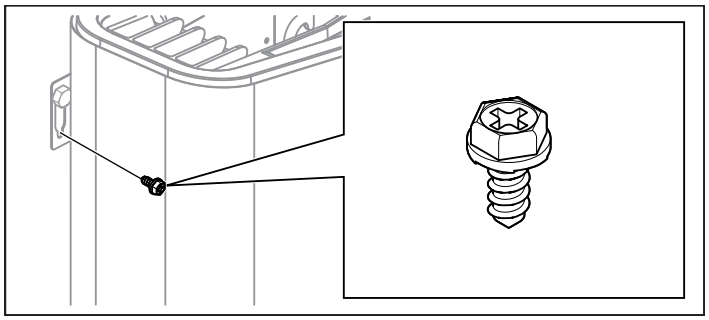

Рис. 10: Фиксирующий винт для кронштейна
8. Зафиксируйте нагреватель в неподвижном положении, используя фиксирующий винт (см. рис. 10).